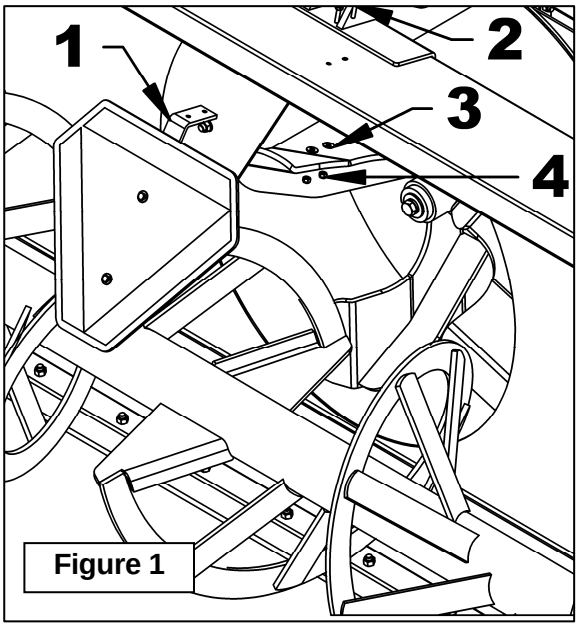

Figure 1
1. **Figure 1:** Remove the two 1/4"NC x 1" bolts, flat washers and nylon insert lock nuts (items 2-3-4) that hold the SMV sign (item 1) to the frame. Keep hardware.